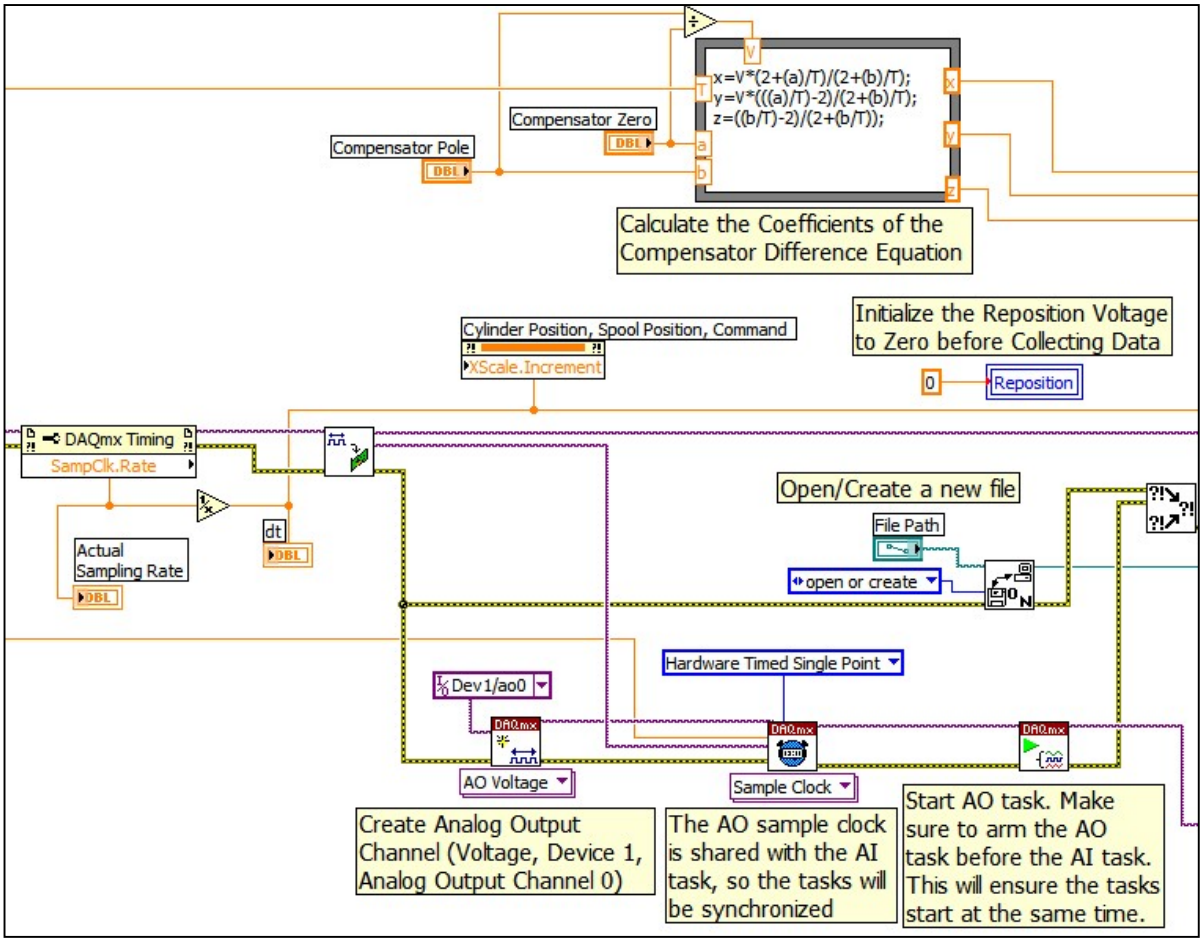

Fig. 3. Segment to Initialize the Analog Output Channel, Synchronize it with the Analog Input Channels, and Initialize important Control Variables
- The ***initialization*** of the analog voltage ***output channel*** includes defining the ***physical device*** (NI 6052E or NI 6251), the ***channels*** (in this case, just channel *0*), the ***sampling rate***, and the ***sampling mode***. The block diagram for this section of the program is shown in ***Fig 3***.